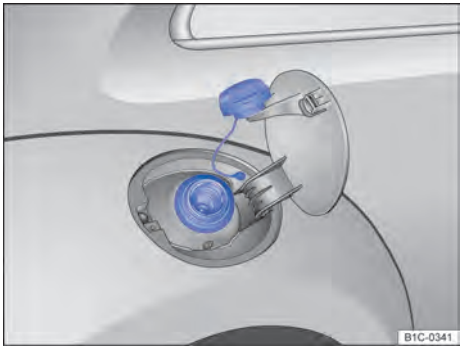

Fig. 131 Portinhola do tanque aberta com a tampa do tanque pendurada.
- Girar a tampa do tanque no sentido anti-horário e pendurá-la em cima da portinhola do tanque ⇒Fig. 131.